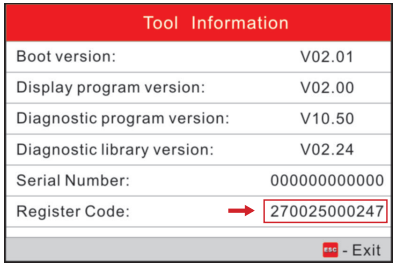

Figura 5
7. Il Codice registro indicato nella Figura 5 è il Codice registro richiesto nello step 3.